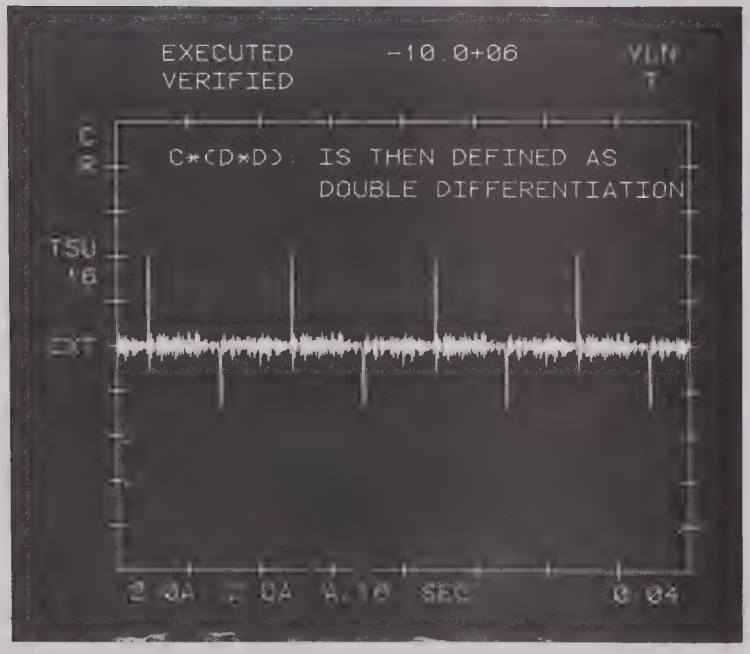

FIGURE C-4.
25. Depress IFFT : Refer to Figure C-4 (Impulse).